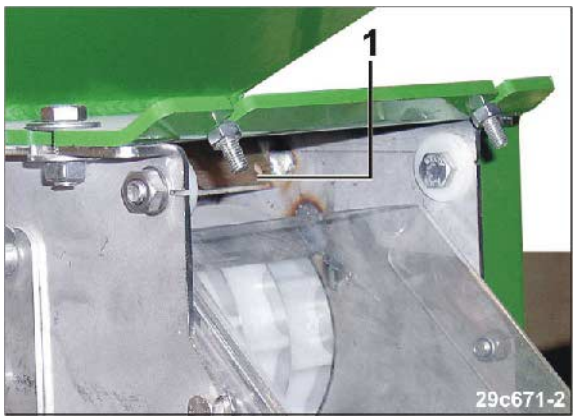

**Fig. 147**
2. Poussez le clapet (Fig. 147/1) jusqu'en butée dans le doseur.